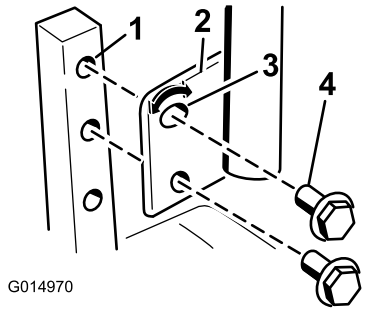

Figur 26
1. Lossa de två skruvar som håller fast reglagespaken vid reglagearmen (Figur 26).
2. För reglaget till nästa hålpar. Fäst reglaget med de två skruvarna (Figur 26).
2. Lossa på den nedre skruven såpass mycket att du kan svänga reglagespaken framåt och bakåt (Figur 26). Dra åt båda skruvarna ordentligt för att säkra spaken i det nya läget.